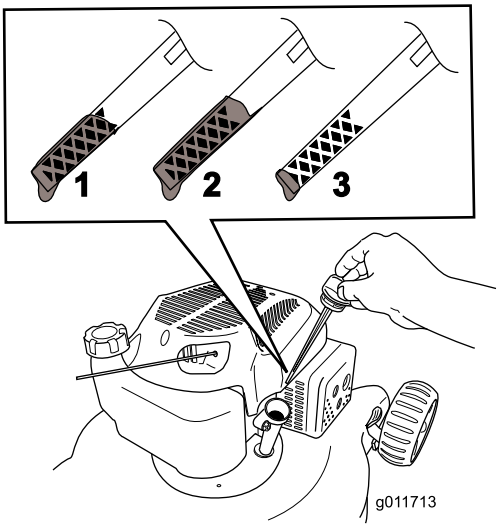

Figure 8
5. Pour déterminer le niveau d'huile correct indiqué par la jauge, voir (Figure 8).
Remarque: Versez de l'huile dans le carter moteur jusqu'à ce que la jauge indique le niveau correct, comme illustré à la Figure 8. Si vous remplissez excessivement le carter moteur, vidangez l'excédent d'huile comme expliqué à la section Vidange et remplacement de l'huile moteur.